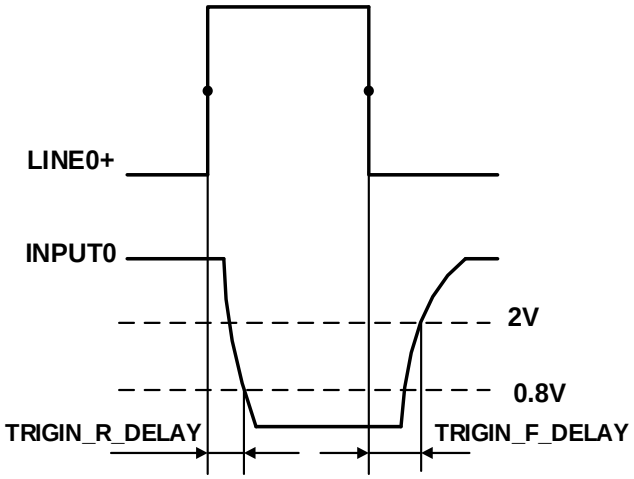

图 7-15 光耦隔离输入电路参数
- 上升沿延时时间：<50μs(0℃~45℃)，参数说明见图 7-15
- 下降沿延时时间：<50μs(0℃~45℃)，参数说明见图 7-15
- 输入上升沿延时：<2μs (0℃~45℃)，参数说明见图 7-15
- 输入下降沿延时：<2μs (0℃~45℃) ，参数说明见图 7-15